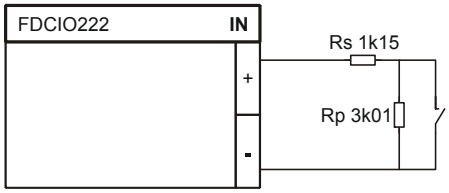
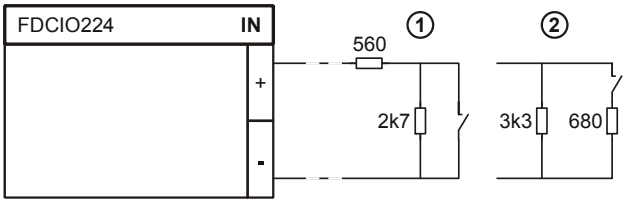

Fig. 6
Fig. 7
3. Connect resistors to input terminals (Fig. 6 and Fig. 7).
3. Schließen Sie die Widerstände an den Klemmen der Eingänge an (Fig. 6 und Fig. 7). Die Widerstände müssen am Ende der Leitung angeschlossen werden!